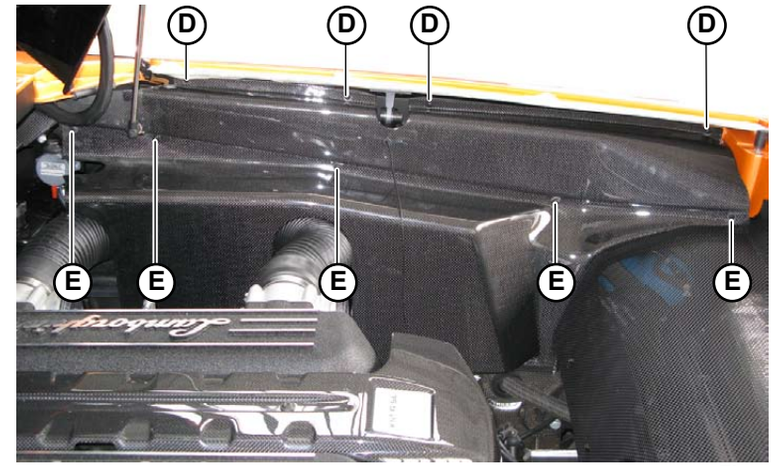

Fig.4
1. Unscrew the 4 top screws (**D-Fig.4**).